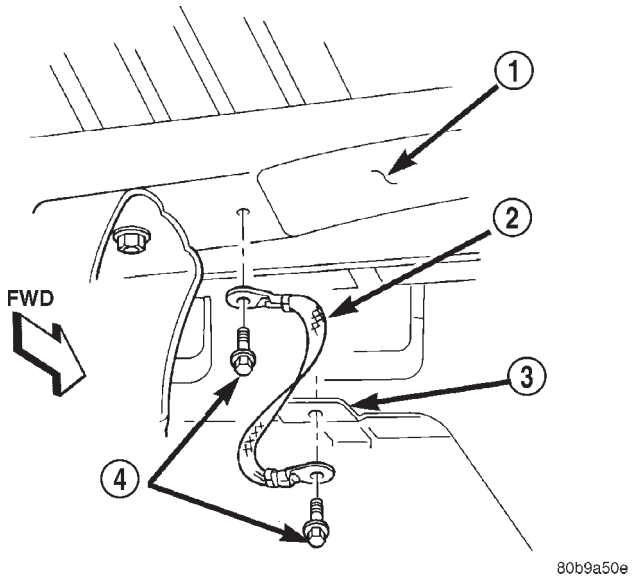

Fig. 13 Cab-To-Bed Ground Strap Remove/Install
(1) Raise and support the vehicle.
(2) Remove the screw that secures the cab-to-bed ground strap eyelet to the front crossmember of the cargo bed (Fig. 13).
(3) Remove the screw that secures the cab-to-bed ground strap eyelet to the cab floor panel.
(4) Remove the cab-to-bed ground strap from the vehicle.